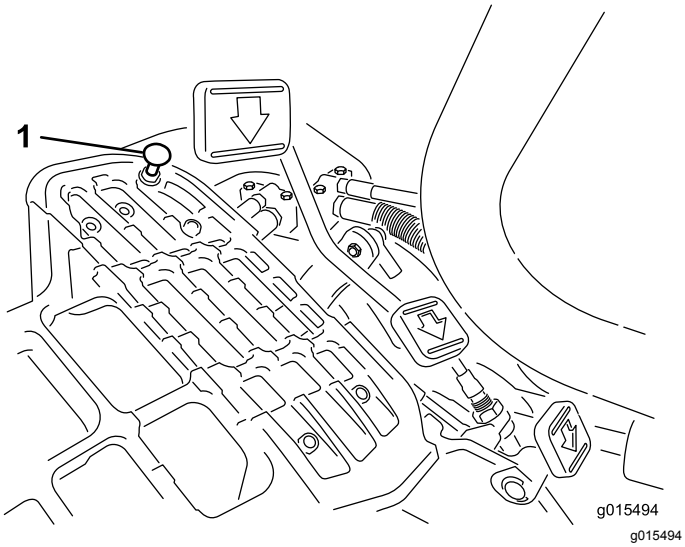

Figur 39
For å oppnå maksimal transporthastighet må du sette styrespaken i TRANSPORT-stilling og trykke inn trekkpedalen. Utfør følgende justeringsprosedyre hvis pedalen kommer i kontakt med stopperen (Figur 39) før du kjenner spenning i kabelen:
1. Sett styrespaken i TRANSPORT-stillingen og løsne på låsemutteren som fester pedalstopperen til gulvplaten (Figur 39).